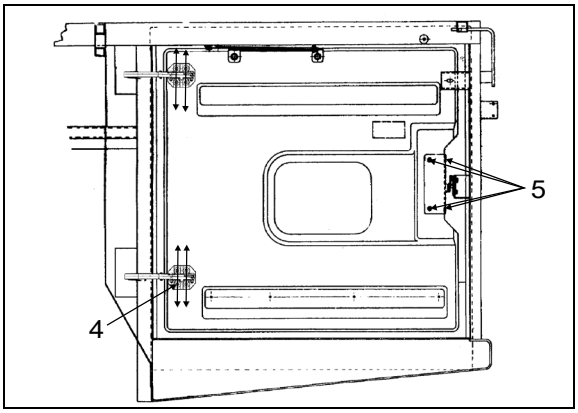

FIGURE 95: ENGINE COMPARTMENT R.H. DOOR 18197
2. Loosen nut (1, Figure 95).
3. Move part (3, Figure 95) as shown in figure for "LEFT or RIGHT" adjustment.
4. Tighten nut (1, Figure 95).
5. Loosen nut (2, Figure 95).